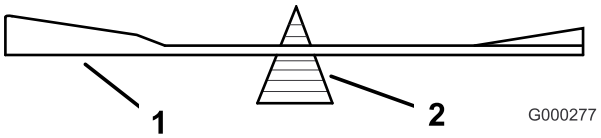
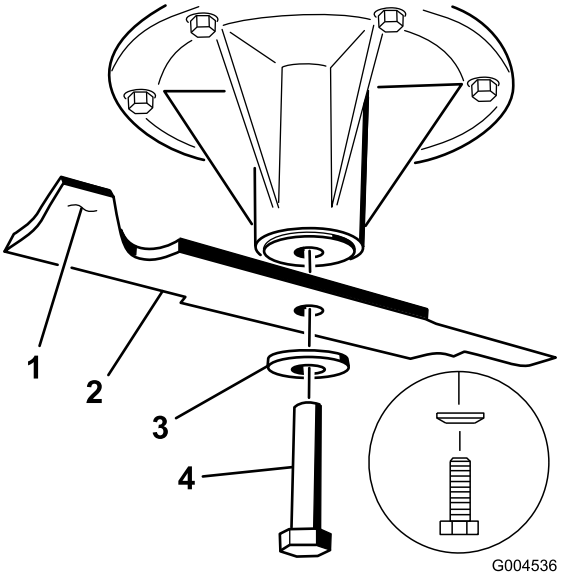

Figuur 90
Figuur 91
2. Verwijder de mesbout, de klemring en het mes van de spilas (Figuur 91).
2. Controleer de balans van het mes met een mesbalans (Figuur 90). Als het mes horizontaal blijft, is het in balans en geschikt voor gebruik. Als het mes niet in balans is, moet u wat metaal afvijlen van het uiteinde van de vleugel (Figuur 91). Herhaal dit indien nodig totdat het mes in balans is.
1. Monteer het mes op de as (Figuur 91).
2. Monteer de klemring en de mesbout. De conus van de klemring moet worden gemonteerd op de boutkop (Figuur 91). Draai de mesbout vast met een torsie van 115 tot 150 Nm.